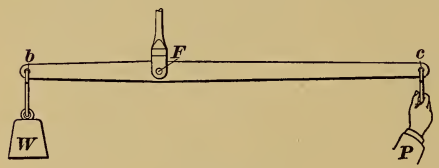
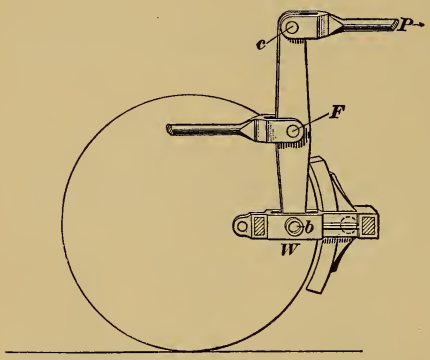

FIG. 3.
FIG. 7.
57. The Straight Lever.—A **lever** is any bar that is capable of being turned about a fixed axis or pivot, called the **fulcrum,** as in Figs. 3, 4, and 5. In these figures, *W*, the object to be lifted, is called the *weight;* the force *P*, employed to lift the weight, is called the *power;* and the point *F*, round which the lever turns, is called the *fulcrum.* That part of the lever *Fb* between the fulcrum and the weight is called the *weight arm* of the lever, while the part *Fc* between the fulcrum and the power is called the *power arm.*
In levers of the *first class*, Fig. 3, the fulcrum F is between the points of application of the power P and weight W. Fig. 7 represents a car truck lever of this class applied to a car wheel.